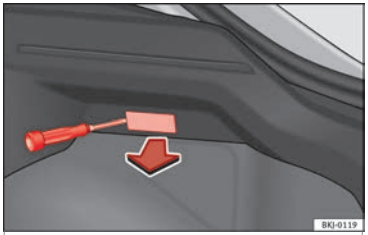

Rys. 122 Oświetlenie bagażnika.
– Wyciągnąć żarówkę, naciskając jej wewnętrzną krawędź za pomocą płaskiej części wkrętaka ››› **rys. 122**.